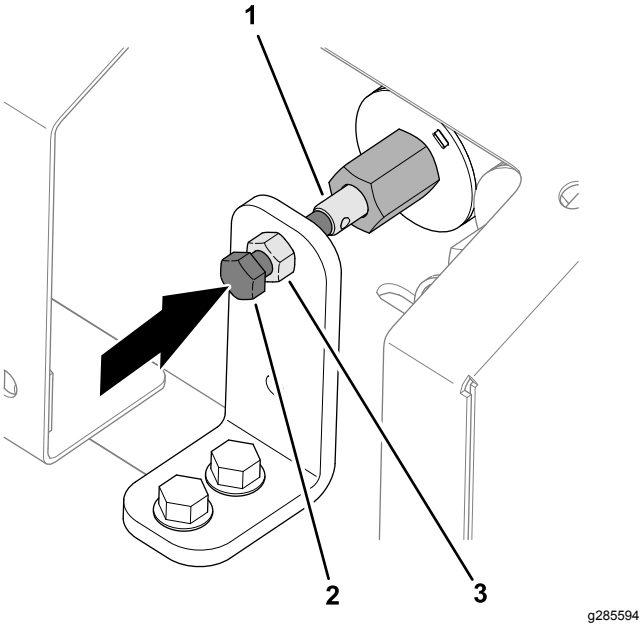

Rysunek 31
1. Poluzuj nakrętkę zabezpieczającą na wsporniku sterowania ręcznego (Rysunek 31).
2. Obracaj śrubę z łbem sześciokątnym służącą do ręcznego sterowania zaworem w prawo, aby zwiększać prędkość podłogi (Rysunek 31).